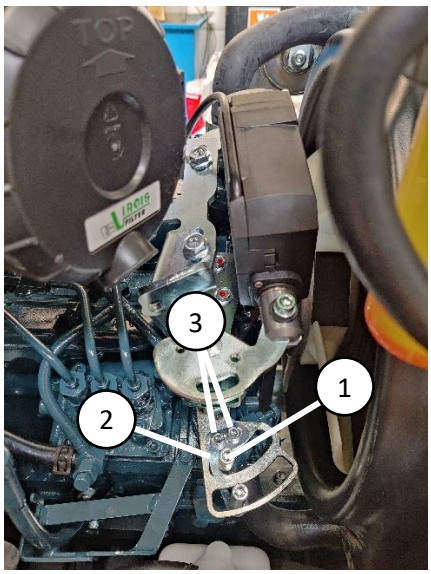

Rysunek 28. Pozycja minimalna silnika przepustnicy
Następnie ustawić pozycję wysokoprężnego silnika przepustnicy na 0%. Upewnić się, czy dźwignia wyłączania silnika znajduje się w pozycji końcowej (rysunek 28 (1)). Jeśli wymaga ona regulacji, odkręcić śruby (rysunek 28 (3)) i przesunąć płytkę regulacyjną (rysunek 28 (2)) tak, aby dźwignia wyłączania silnika znalazła się w pozycji końcowej. Dokręcić śruby.